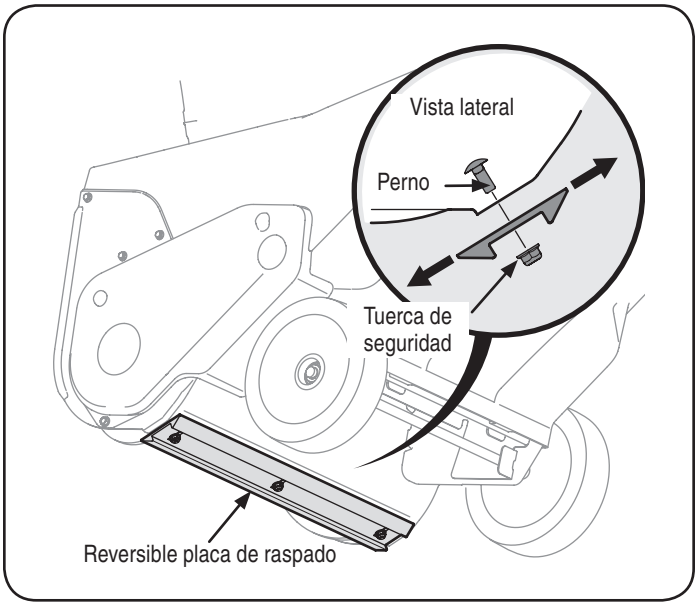

Figura 17
3. Afloje las tres tuercas de seguridad con brida y los pernos del carro que sujetan la placa de raspado a la caja. Vea la Figura 17. Mueva la placa de raspado hacia la posición deseada y vuelva a apretar las tuercas y los pernos bien ajustados.